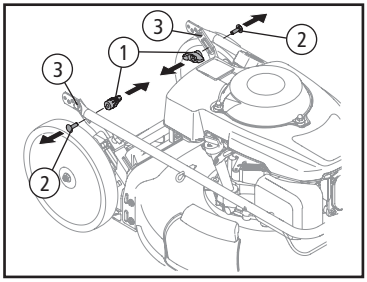

Fig. 03
**1.** Remova as porcas borboleta (1) e os parafusos franceses (2) do braço [Fig. 03]. Não solte ou retire os parafusos de cabeça sextavada (3).